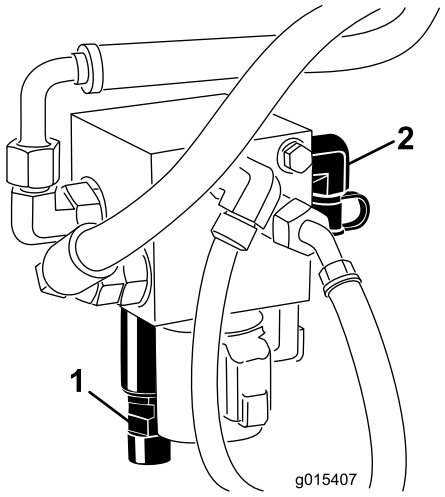

Figur 14
3. Slut en trykmåler til testporten bag løftemanifolden (Figur 14).
4. Fjern dækslet fra manifoldens modvægtspole fra forsiden af løftemanifolden (Figur 14).
5. Løsn kontramøtrikken nederst på modvægtspolen (Figur 14).